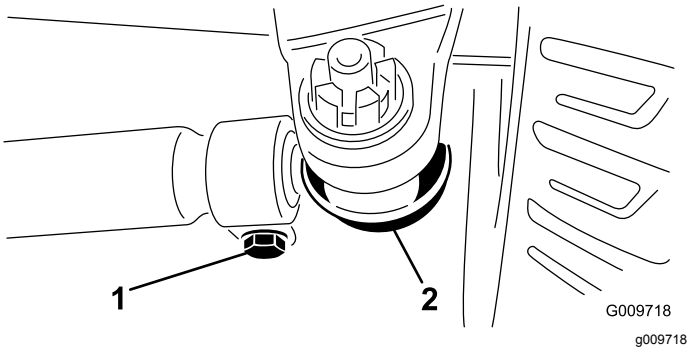

Figuur 110
3. Om het toespoor af te stellen, moet u de pen en moer van één van de kogelverbindingen van de trekstang verwijderen (Figuur 110). Verwijder de kogelverbinding van de trekstang uit de steun van de differentieelbehuizing.
4. Draai de klemmen aan beide uiteinden van de trekstangen los (Figuur 110).